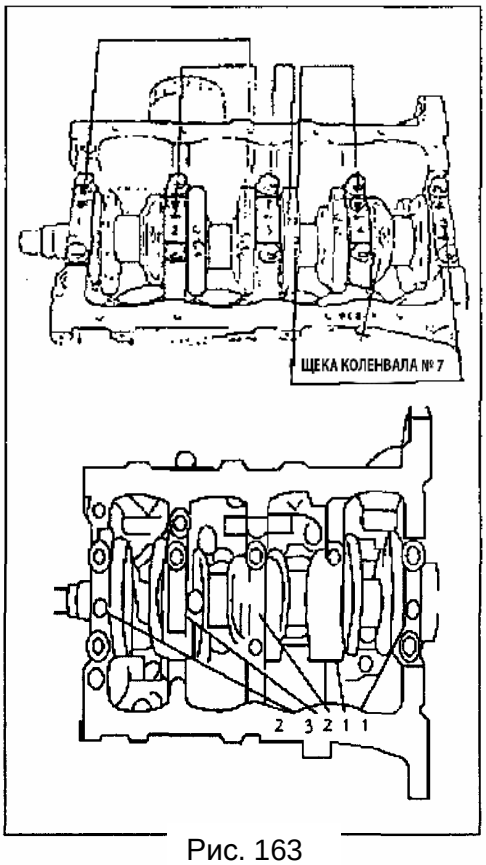

Рис. 163
4) Установите новый стандартный подшипник, согласно номерам на щеке коленвала №7 и на блоке цилиндров при помощи следующей таблицы (Рис. 163).